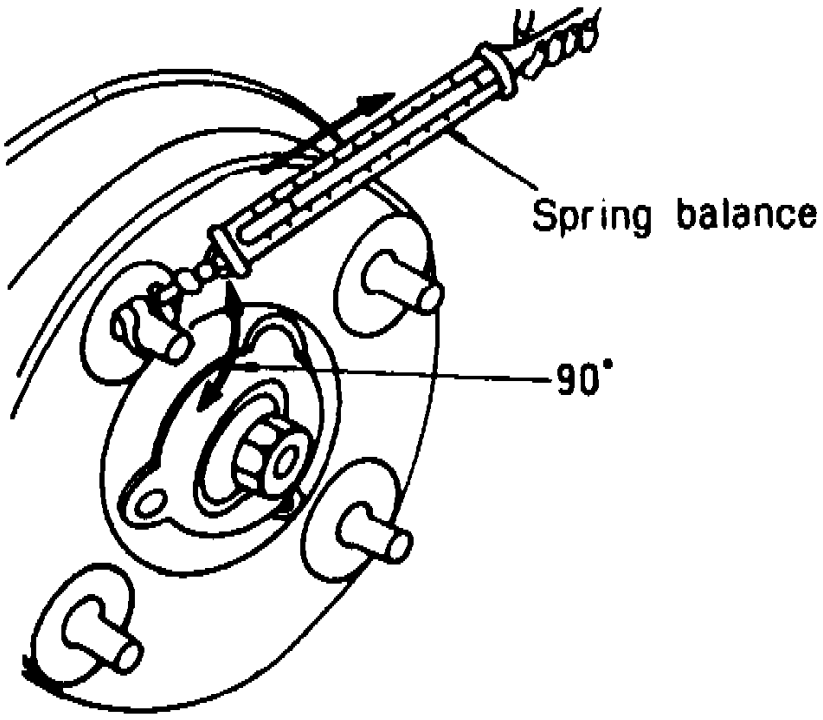

Fig. 1 Checking Rear Wheel Bearing Adjustment
3. Measure starting force using a spring scale as shown in **Fig. 1**. Reading should be 3.1-4.4 lbs.